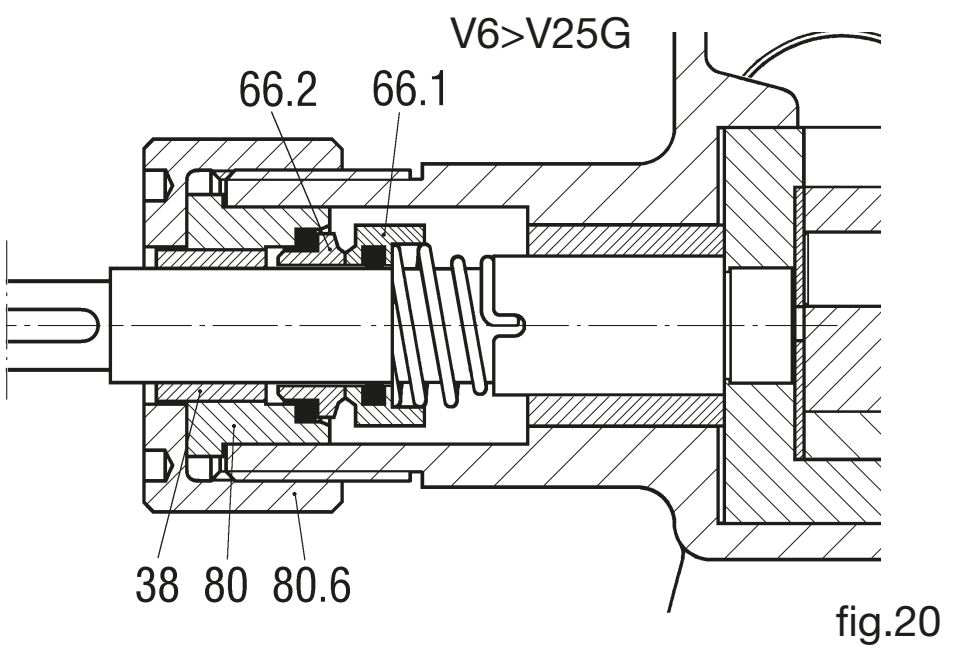

fig.20
12.4 Montage de la garniture mécanique ST5, ST6 des pompes en fonte de V6 à V25 (fig. 20)